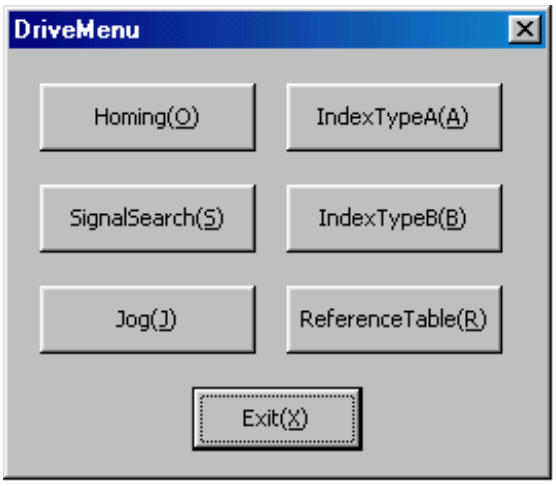

Figure 7.20 "DriveMenu" dialog box
Click *"Drive (D)"* under "MainMenu" to display the "DriveMenu" dialog box (see Figure 7.20).